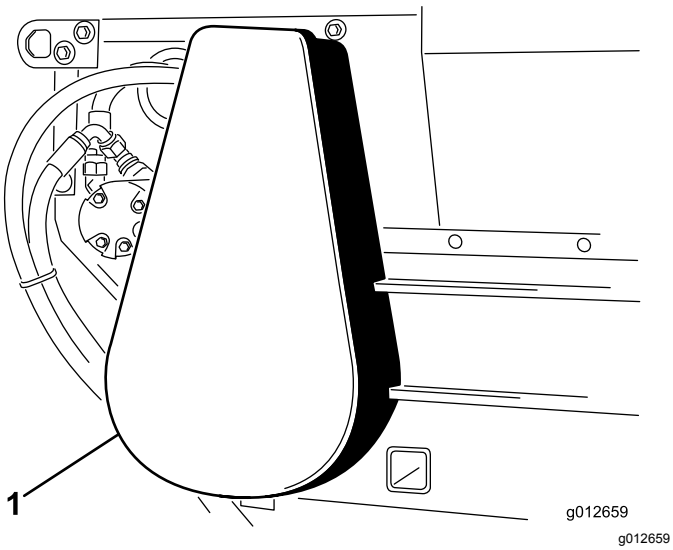

Rysunek 22
1. Usuń pokrywę łańcucha (Rysunek 22).